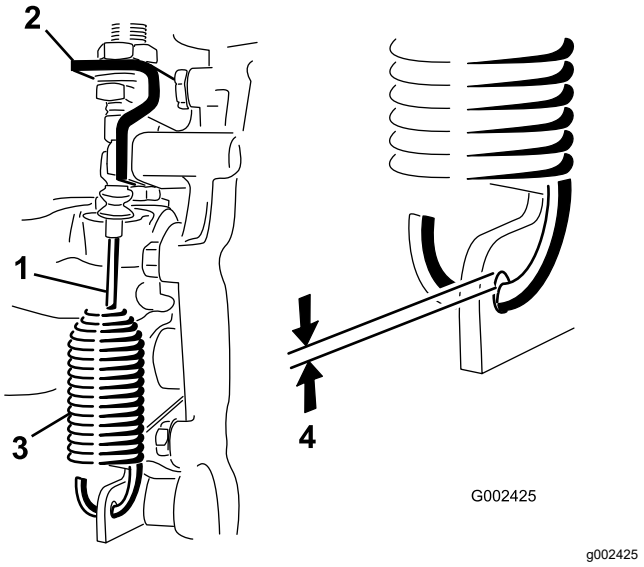

Figur 54
2. Lossa kontramuttrarna som håller fast differentiallåsvajern vid fästet på växellådan (Figur 54).